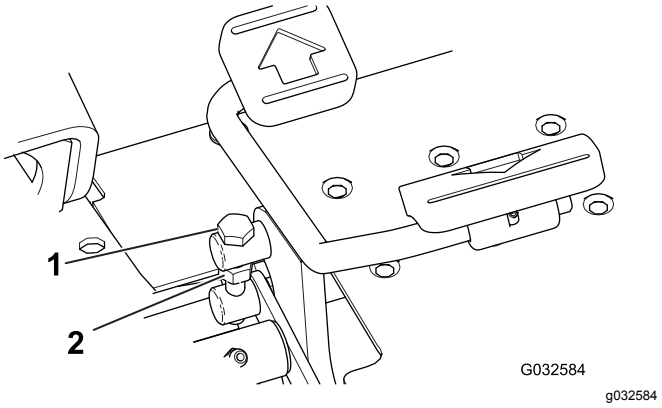

Figuur 45
1. Draai de contramoer op de draaitapbout aan de zijkant van het tractiepedaal los (Figuur 45).